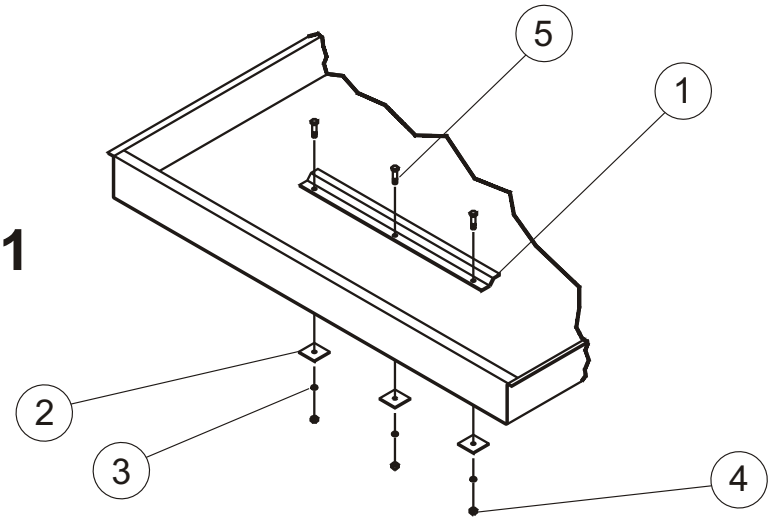
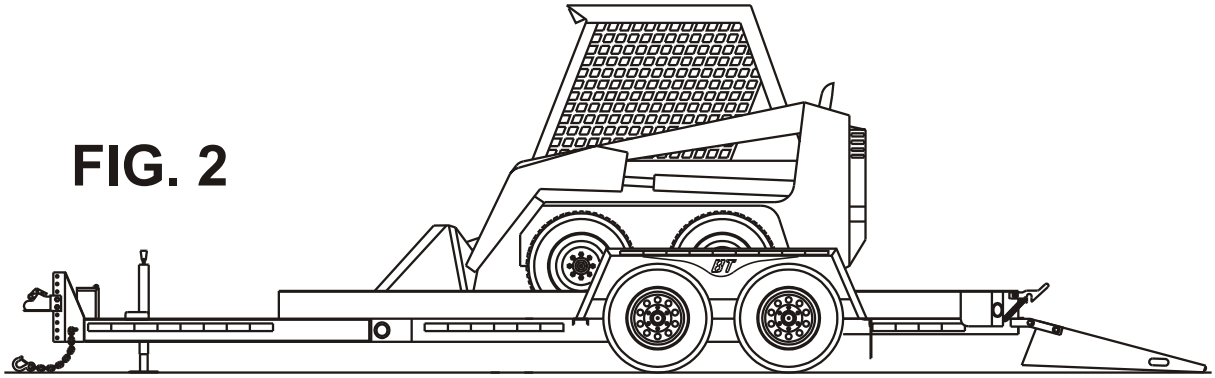

FIG. 1
FIG. 2
The bucket stop is designed to keep the weight of a skid steer loader spread evenly on the axles of our 14'-0" or longer utility trailers. 70% of a skid steer's weight is on the rear tires. The skid steer should be loaded where the rear tires are between the axles on the trailer as shown in **FIG. 2.** After loading, mark out the location of the bucket on the deck of the trailer, lay the bucket stop centered on the deck directly in front of the bucket and mark the hole locations. Drill (3) 17/32" dia. holes and bolt bucket stop to deck (**FIG. 1.**)